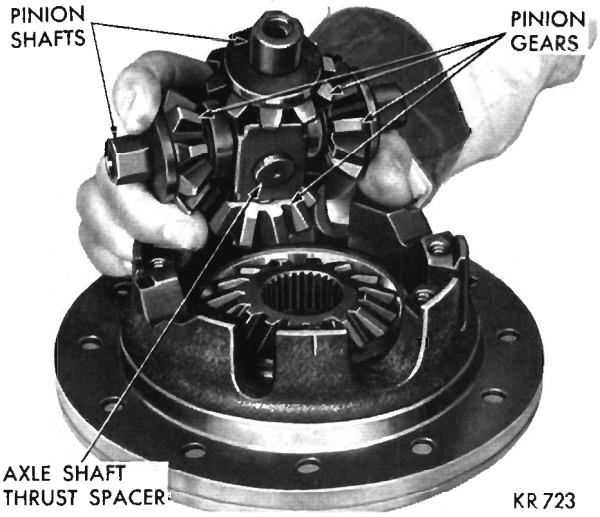

Fig. 16—Removing or Installing Pinion Shafts and Gears
(4) Remove pinion shafts with pinion gears (Fig. 16).